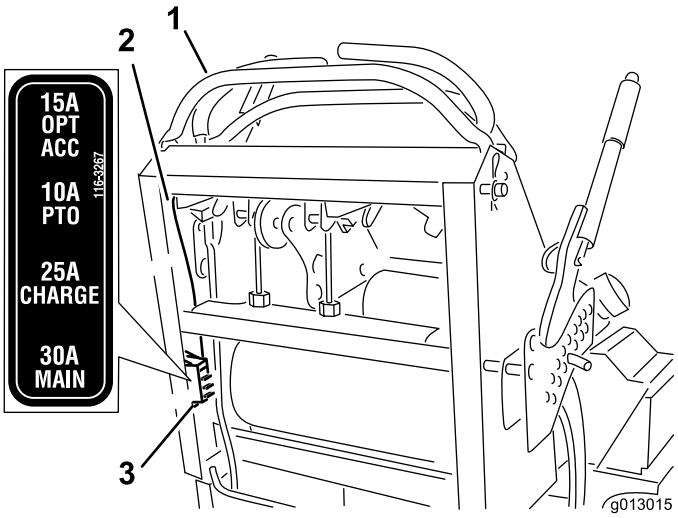

Figure 55
2. Tirez le fusible pour le sortir et le remplacer (Figure 55).